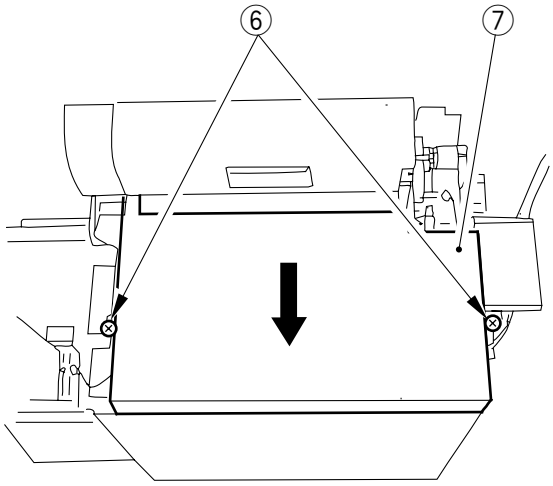

Figure 8-310
4) Close the deck vertical path assembly, and remove the two screws ⑥; then, move the upper cover ⑦ in the direction of the arrow (Figure 8-310).